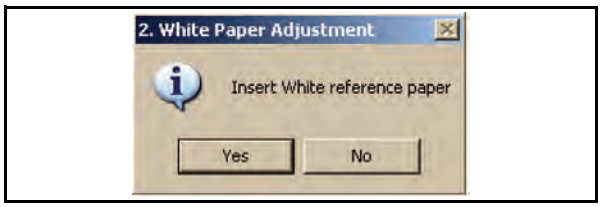

Figure 6-11 Insert White Reference Paper Request Screen
6. When the Motor Speed Check is finished, the message window shown in Figure 6-11 will appear.